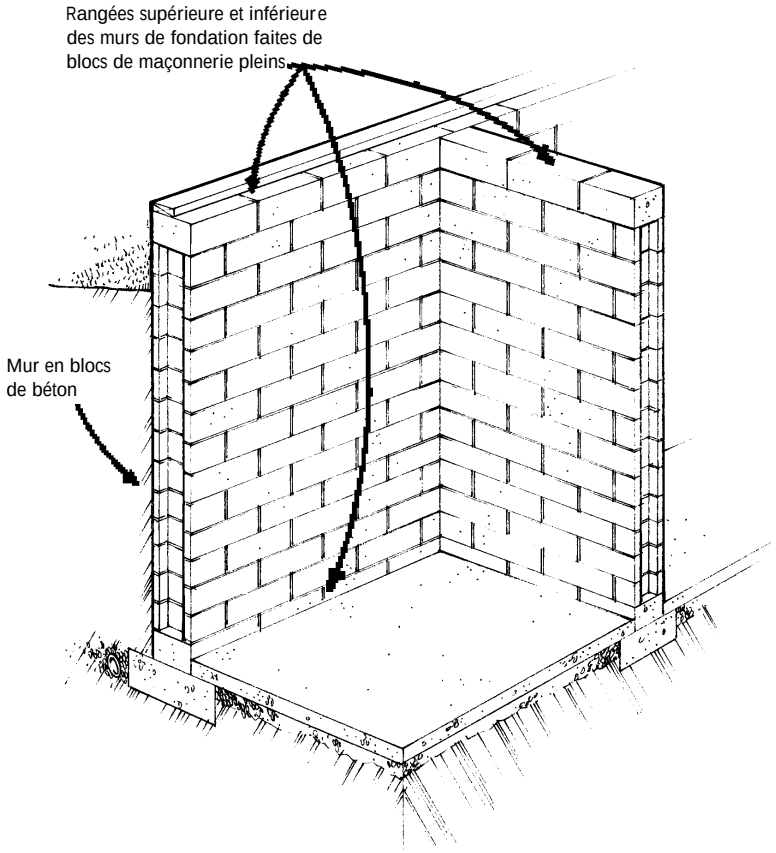

Figure 19. Élimination des cavités au haut et au bas des nouveaux murs de fondation en blocs de béton.
- Poser des blocs de maçonnerie pleins au sommet et à la base des murs de fondation en blocs de béton (voir la **Figure 19**). L'emploi de blocs de béton ordinaires avec cavités risque de favoriser l'infiltration de radon.